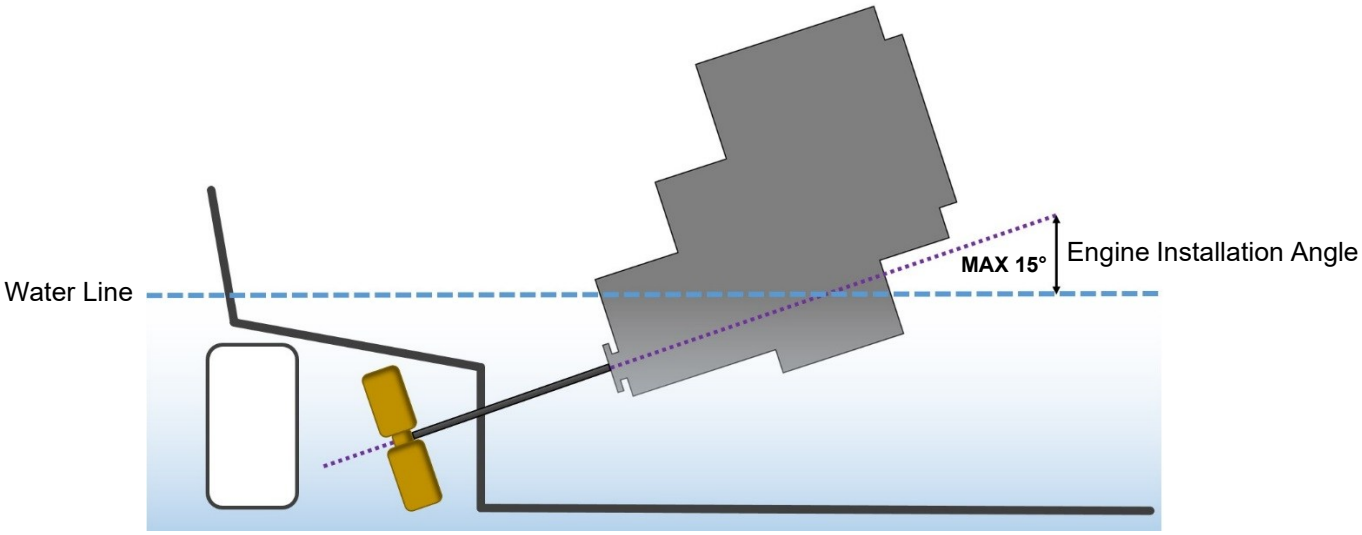

Figure 21: Maximum Engine Installation Angle
- The engine installation angle is the angle of the crankshaft centre to the water line (**Figure 21**).